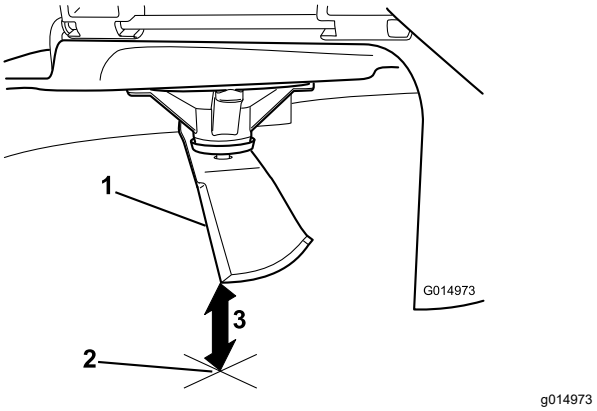

Figur 75
3. Mål fra knivtuppen til den flate overflaten (Figur 75).